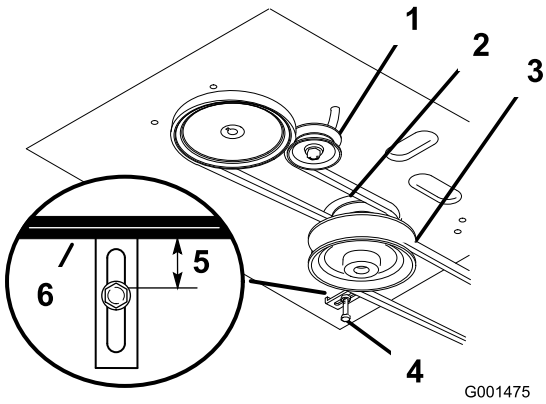

Figura 41
4. Retire la correa del cortacésped; consulte Sustitución de la correa del cortacésped (Figura 41).
5. Afloje el perno de pivote lo suficiente para poder desplazar la polea tensora dentro de la ranura, y retire la correa de tracción de las poleas del motor y de la transmisión (Figura 41).
6. Instale la correa nueva alrededor de las poleas del motor y de la transmisión (Figura 41).
7. Desplace la polea tensora respecto al bastidor del motor para tensar la correa de tracción (Figura 41).
8. Instale la correa del cortacésped (Figura 41).
9. Compruebe que la guía de la correa, situada debajo del bastidor del motor, está ajustada correctamente (Figura 41).